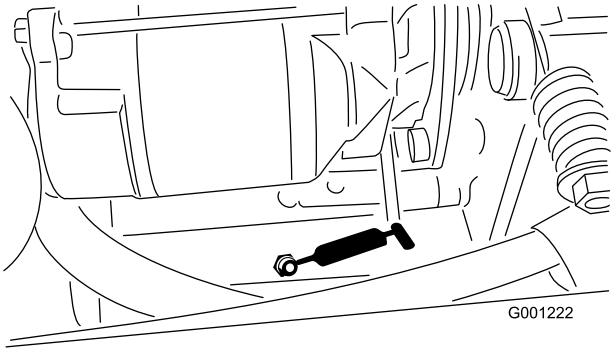

**Figuur 40**
- Draaipunt van verlengstuk van aftakas (Figuur 40)
- Lager van aftakas, achter (Figuur 40)